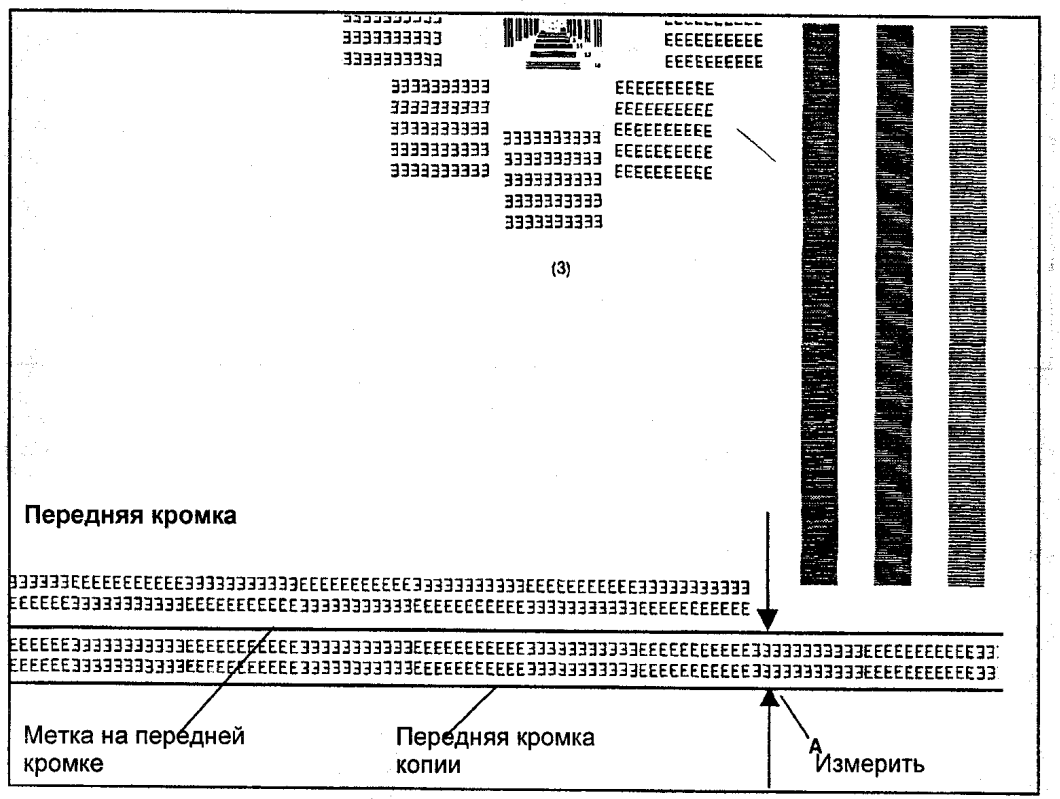

Рис. 1 Технические условия регистрации
4. (РИС. 1): ИЗМЕРЬТЕ ПОЛЕ НА ПЕРЕДНЕЙ КРОМКЕ.